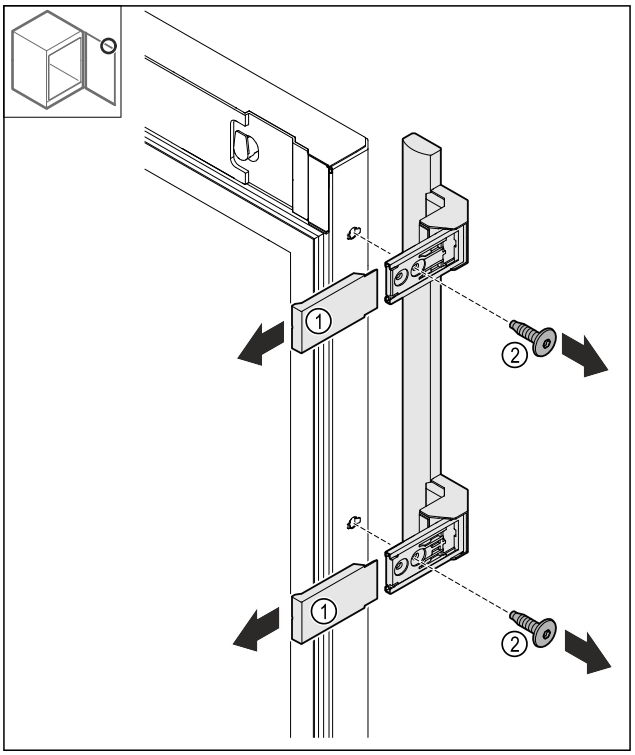

Fig. 16
▶ Afdekkingen *Fig. 16 (1)* wegtrekken.
▶ Schroeven *Fig. 16 (2)* losmaken.